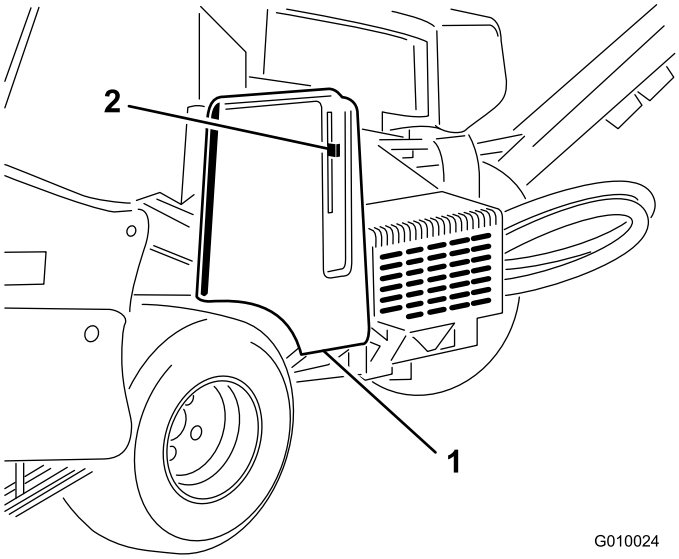
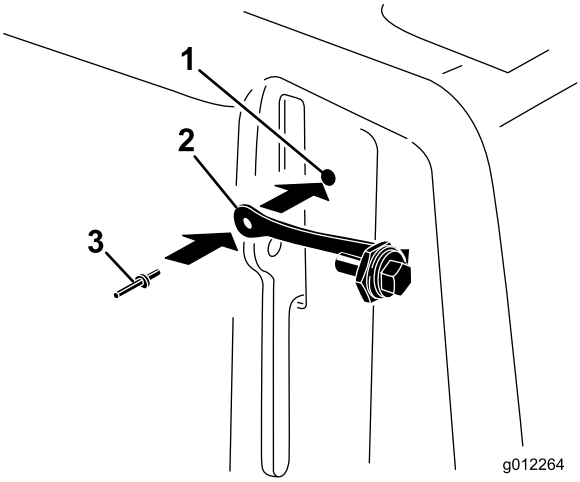

Figur 8
Figur 9
1. Finn hullet i remdekselet ved siden av låsespaken (Figur 8 og Figur 9).
2. Bruk hullet i remdekselet og monter snorenheten med en popnagle (Figur 9).